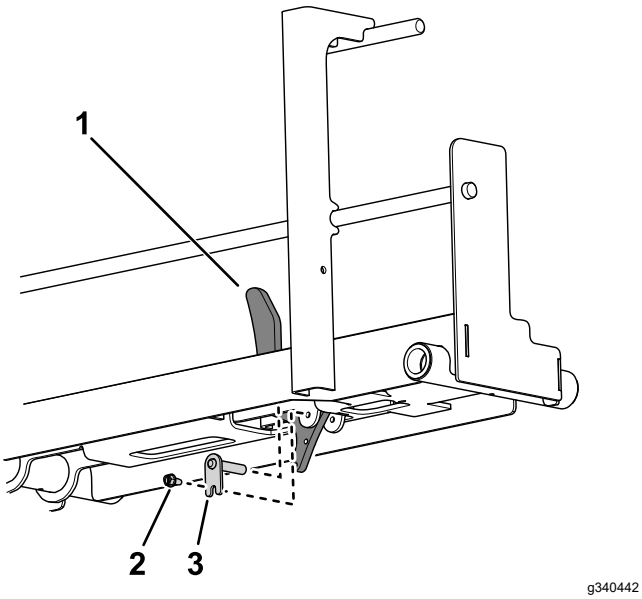

Figuur 12
4. Gebruik een flag-pen en zeskantschroef om de wielaanslag te monteren op de oprijplaat (Figuur 12).